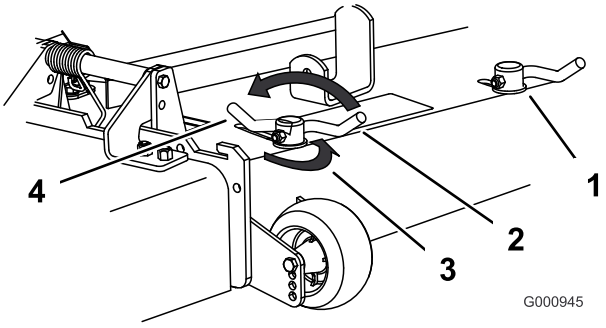

**Figuur 23**
3. Om de sluitnokken te verstellen, draait u de hendel omhoog om ze los te maken (Figuur 23).
5. Draai de hendel terug om de plaat en de sluitnokken vast te zetten (Figuur 23).